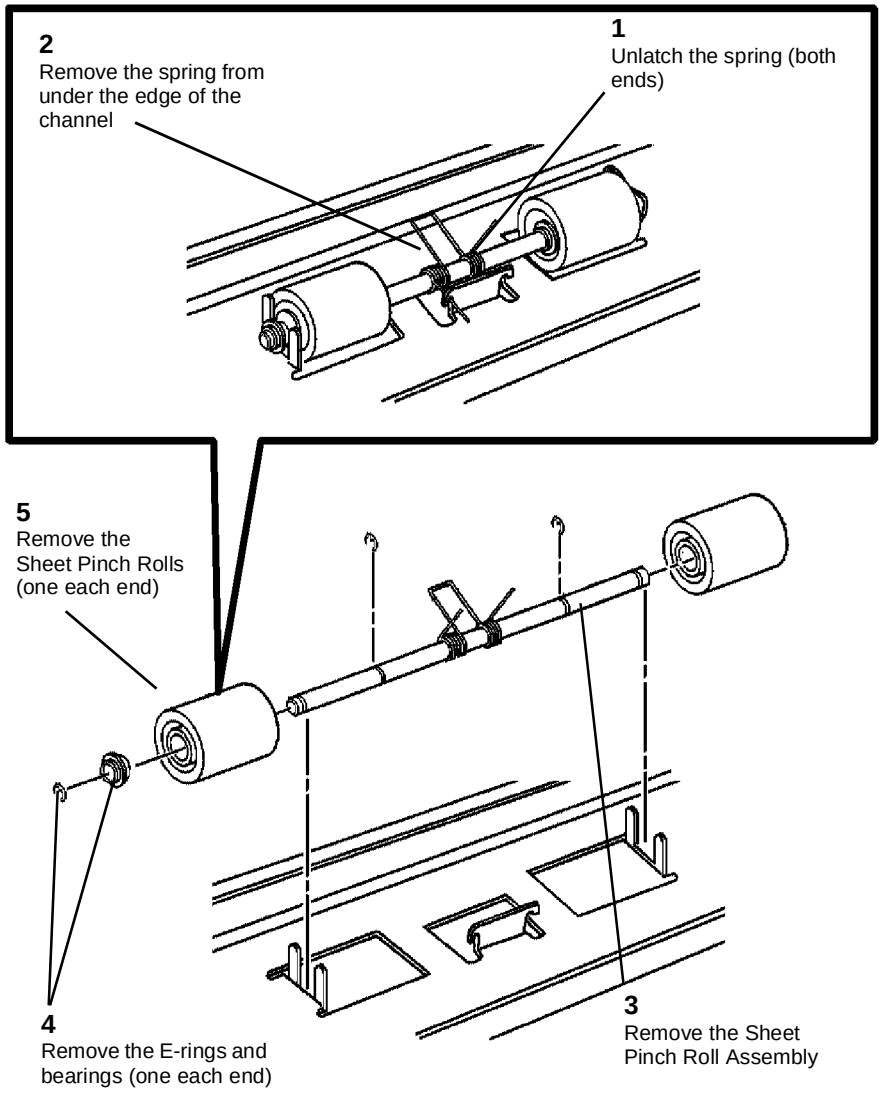

**Figure 1 Removing the Sheet Pinch Rolls**
6. (Figure 1): Remove the Sheet Pinch Rolls.